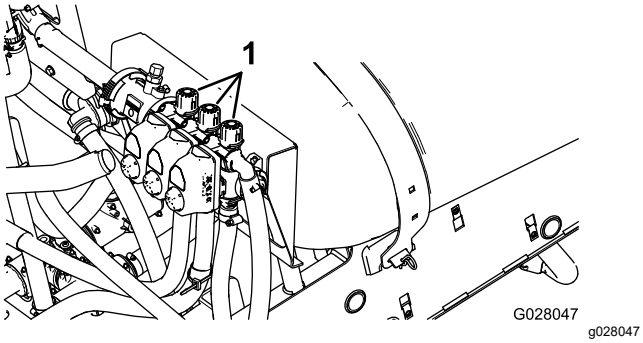

Figure 21
2. Turn off the left section and adjust the section-bypass knob (Figure 21) until the pressure reading is at the previously adjusted level (typically 2.75 bar or 40 psi).
4. Adjust the right section-bypass knob (Figure 21) until the pressure reading is at the previously adjusted level (typically 2.75 bar or 40 psi).
6. Adjust the center section-bypass knob (Figure 21) until the pressure reading is at the previously adjusted level (typically 2.75 bar or 40 psi).